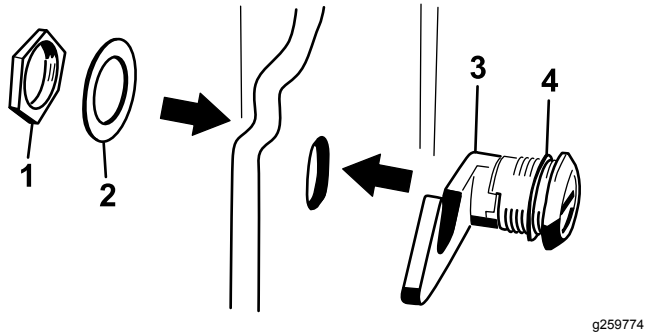

Figur 5
3. Fjern mutteren fra panserlåsenheten (Figur 5).
4. På utsiden av panseret fører du inn krokenden på låsen gjennom hullet i panseret mens du sørger for at gummitetningsskiven forblir på utsiden av panseret (Figur 5).